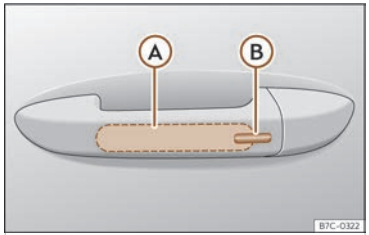

Fig. 46 Manecilla de la puerta: superficies sensoras.
››› **fig. 46**
• Toque la superficie sensora ››› **fig. 46** Ⓑ situada en el lado exterior de la manecilla de la puerta. Todos los intermitentes parpadean una vez.
• Antes de que transcurran 5 segundos, toque una vez el sensor del lado exterior de la manecilla de la puerta ››› **fig. 46** Ⓑ. Al hacerlo, no agarre la manecilla. El sistema Keyless Access queda desactivado temporalmente.
Para **cerrar con la función de confort** todas las ventanillas eléctricas y el techo de cristal, mantenga un dedo durante unos segundos sobre la superficie sensora de bloqueo ››› **fig. 46** Ⓑ de la manecilla de la puerta hasta que se hayan cerrado las ventanillas y el techo.